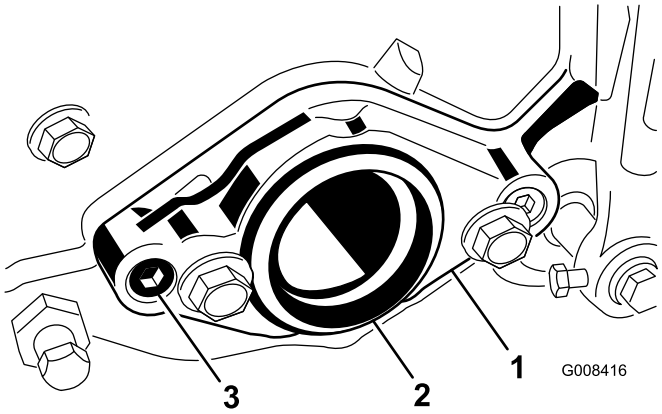

図 3
6. カッティングユニットの右側にモータマウントを固定している六角穴ねじ2本を外してモータマウントを外す図 3。